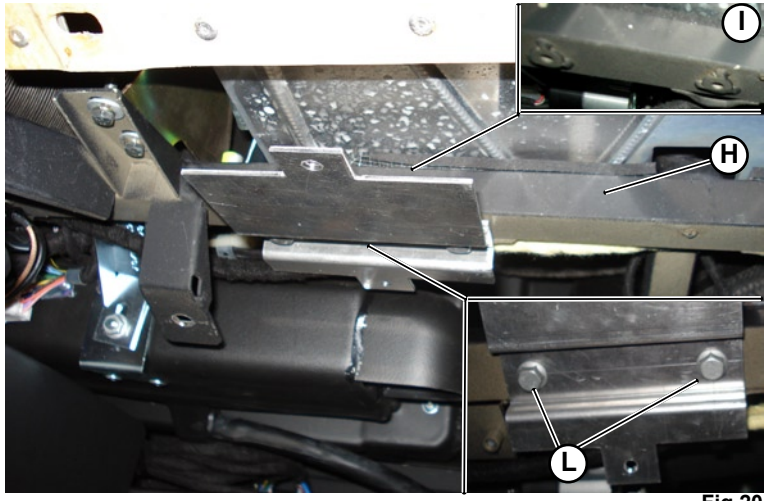

Fig.20
45. Position the metal bracket for the fixing of the VTS ECU (**3-Fig.1)**, that is supplied with the kit, under the cross beam of the car's chassis (**H-Fig.20**) that is present in the passenger side lower dashboard; the metal bracket must be positioned so that its two central fixing holes perfectly coincide with the two holes (**I-Fig.20**) present under the chassis' cross beam. The largest flat part (of the base of the VTS ECU) have to be turn to the car's interior.
46. Fix the metal bracket in the position, where it's placed by the operation before, screwing in the its central fixing hole (**L-Fig.20**) the two M6 screw (**13-Fig.2**) supplied with the kit.